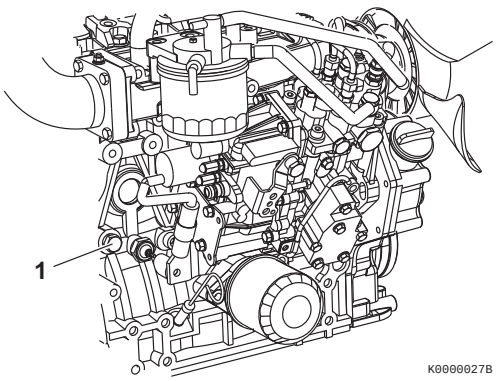

Figure 20
- On models not equipped with an oil cooler, remove the coolant drain plug **(Figure 20, (1))** from the engine block.